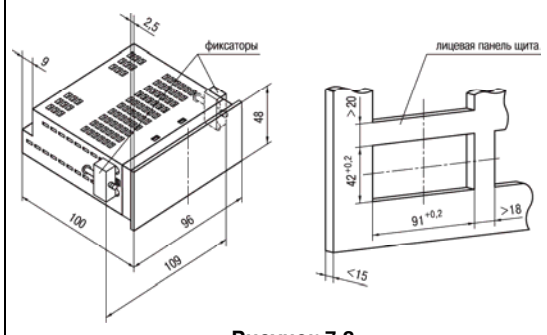

Рисунок 7.2
7.2.1 Вставьте прибор в подготовленное отверстие на лицевой панели щита (см. рисунок 7.2);